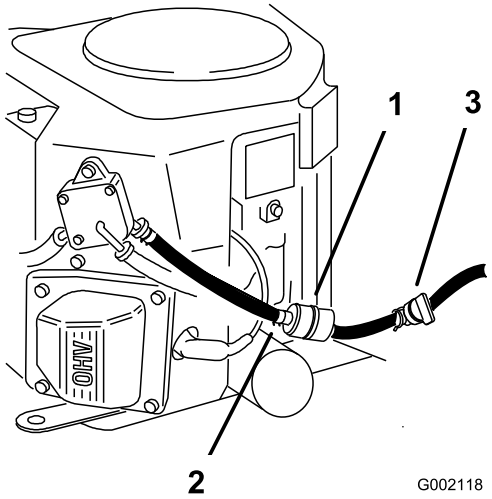

**Figure 53**
5. Close the fuel shutoff valve under the seat (Figure 53).
6. Squeeze the ends of the hose clamps together and slide them away from the filter (Figure 53).
8. Install a new filter and move the hose clamps close to the filter (Figure 53).